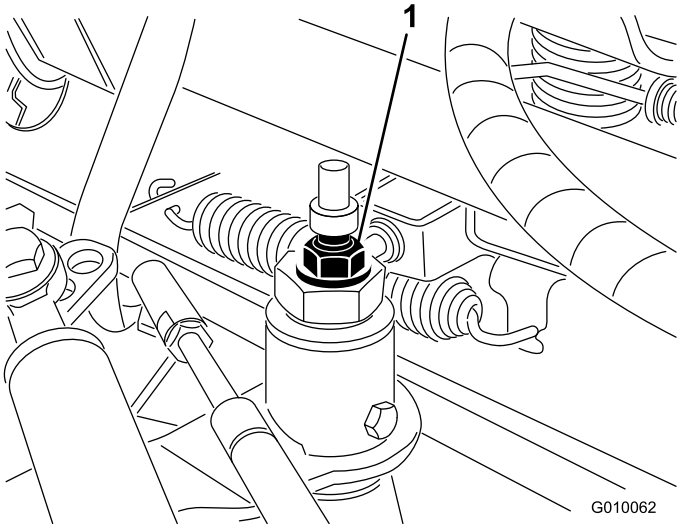

**Figur 54**
3. Løsn låsemøtrikken på traktionsjusteringsknasten (Figur 54).